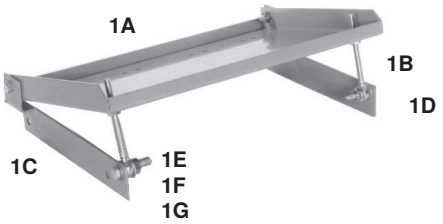

Figure 5. Motor Mounting Plate Assembly (Refer to Table 11)
- **The assembly shown in Figure 5 is the motor-mounting plate assembly used on a unit with a 1/3- to 1.5-HP belt-driven motor.**